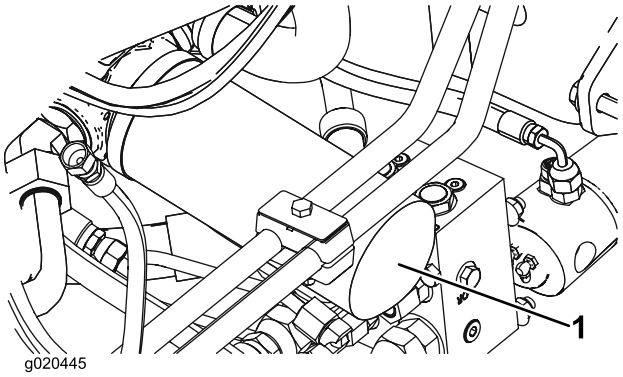

Figuur 73
2. Reinig de omgeving van de plaats waar het filter wordt gemonteerd. Plaats een opvangbak onder het filter en verwijder het filter (Figuur 73).